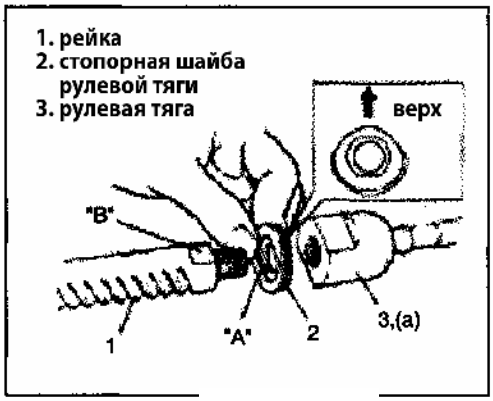

Рис. 443
1) Установите новую стопорную шайбу рулевой тяги и установите рулевую тягу на рейку, совместите метку "A" на стопорной шайбе с меткой "B" на рейке (Рис. 443).